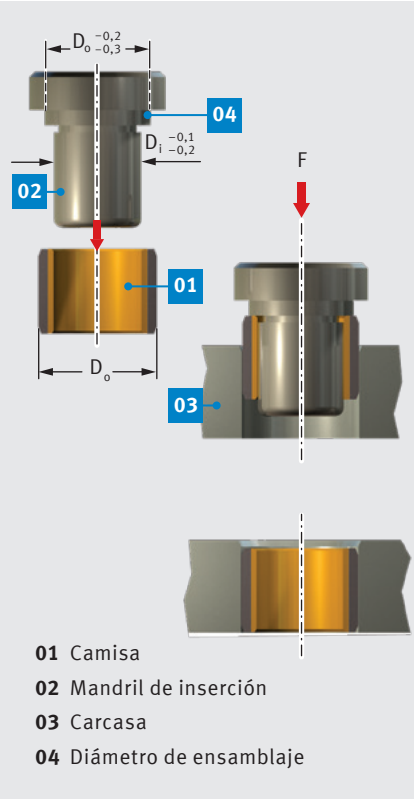

Fig. 52: Inserción encastrada $D_o \leq 55$ mm
- inserción encastrada con mandril y sin anillo auxiliar, según la Fig. 52